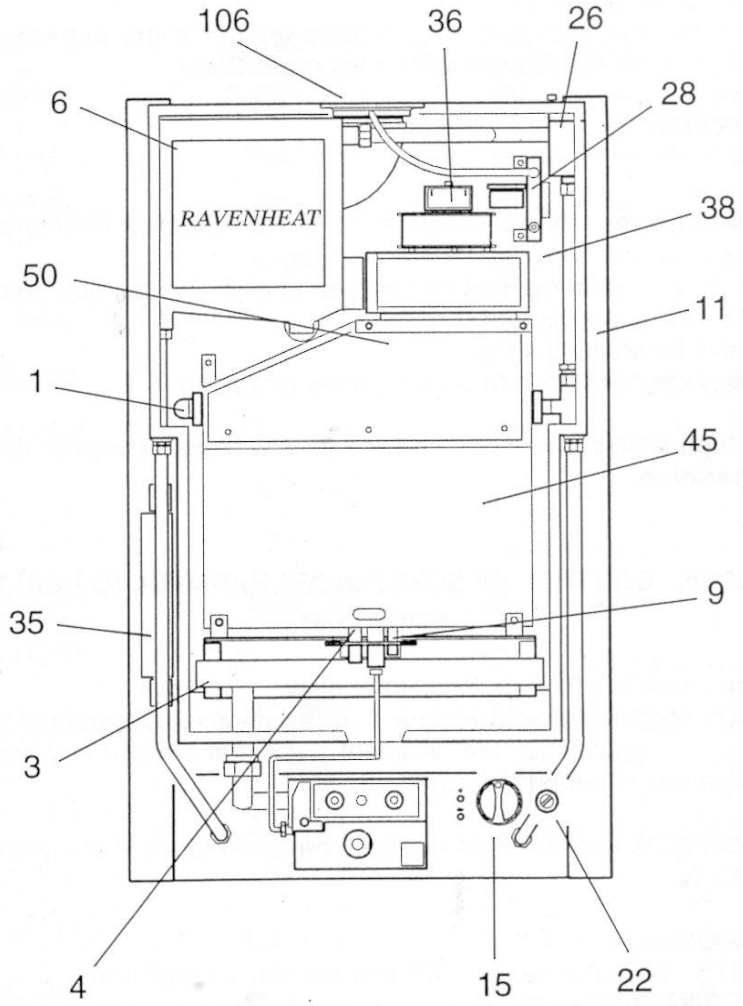

Fig. 1
BASIC COMPONENTS - (See figure 1)
1.2.1 Fig. 1 illustrates the general layout of components.